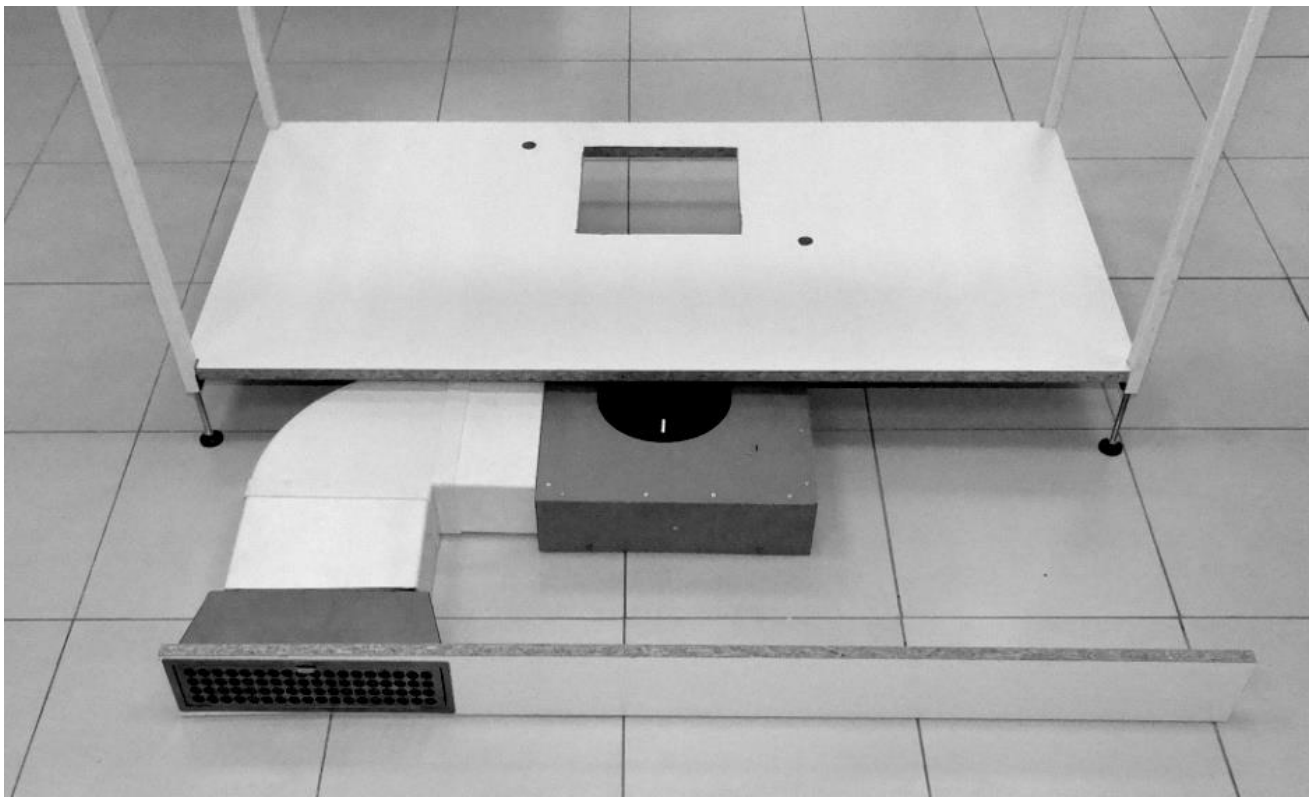

Rys.14A
11. Połączony zestaw wsuwamy pod blat dolnej szafki w której to wycięliśmy wcześniej otwór pod turbinę zewnętrzną i przewód przyłączeniowy (Rys.14A)